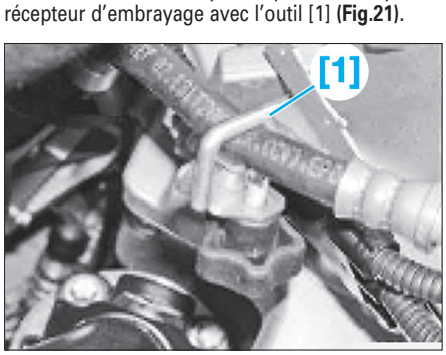

Fig. 21
• Obturer la conduite hydraulique vers le cylindre récepteur d'embrayage avec l'outil [1] **(Fig.21)**.